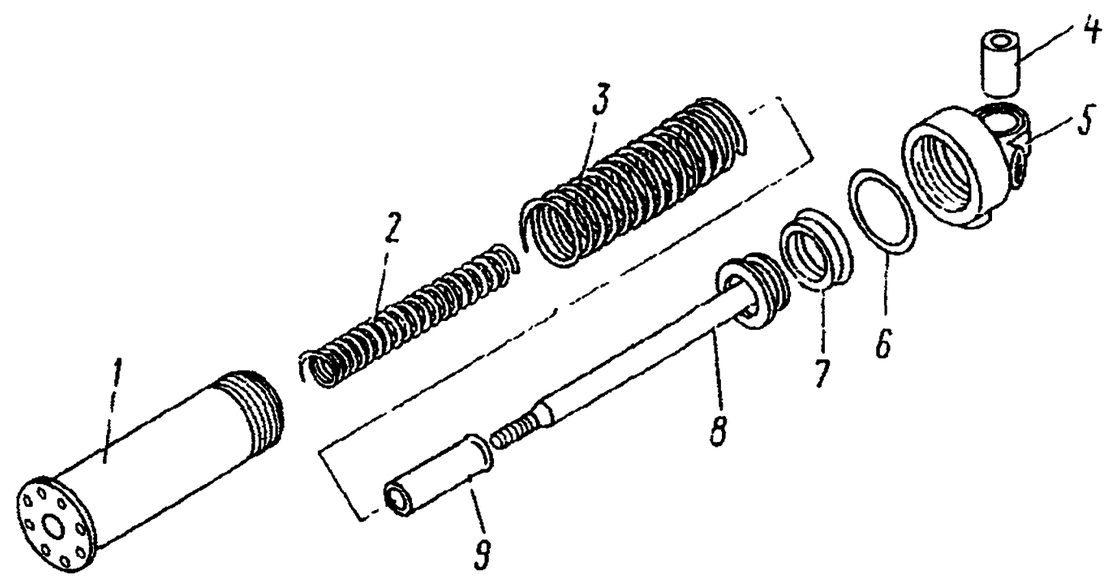

Рис. 317. Цилиндр пневматический Ø 35×65 вспомогательной тормозной системы и Ø 30×25 выключения подачи топлива:
2. Отверните крышку *5* (рис. 317) цилиндра *1*	—